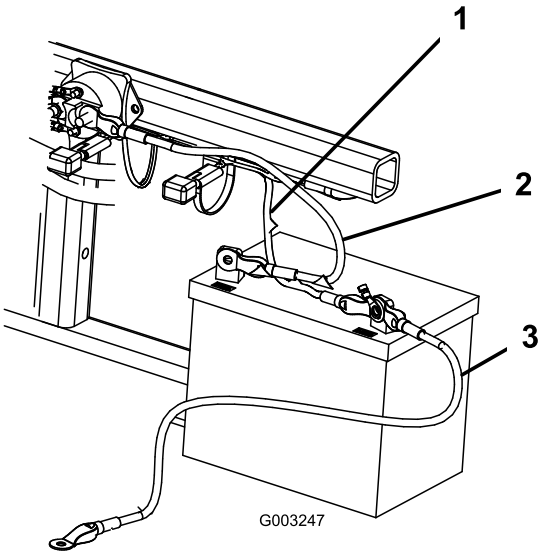

Figuur 5
2. Bevestig de pluskabel (rood) aan de pluspool (+) met een 1/4-20 x 5/8 inch bout en een borgmoer (Figuur 5).
3. Bevestig het zwarte kabeltje en de minkabel (zwart) aan de minpool (-) van de accu met een bout (1/4 x 5/8 inch) en een borgmoer (1/4 inch) (Figuur 5).